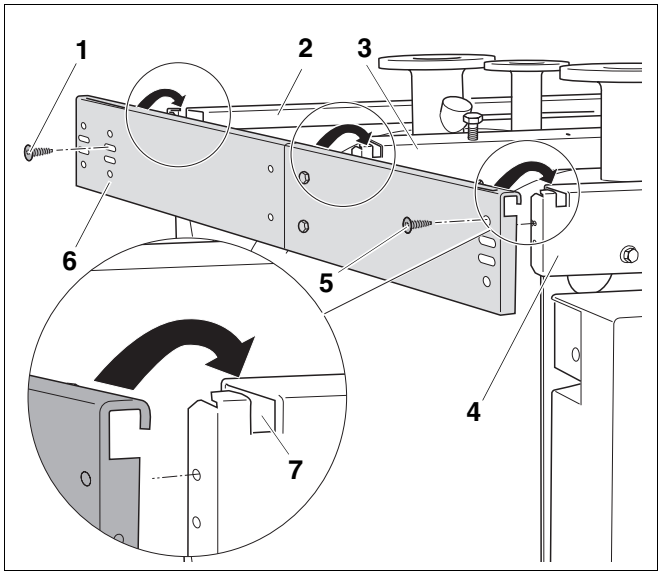

Rys. 17 Montaż bocznego profilu poprzecznego
Montaż obu profili bocznych – lewego i prawego – przedstawiony został na przykładzie montażu lewego, bocznego profilu poprzecznego (rys. 17, **poz. 1**). Prawy, boczny profil poprzeczny zamontować należy w taki sam sposób.
- Włożyć boczny profil poprzeczny (rys. 17, **poz. 6**) w wycięcia (rys. 17, **poz. 7**).
- Przykręcić boczny profil poprzeczny (rys. 17, **poz. 6**) poprzez górne otwory przy pomocy śruby (rys. 17, **poz. 5**) do przedniego profilu poprzecznego (rys. 17, **poz. 4**).
- Przykręcić boczny profil poprzeczny (rys. 17, **poz. 6**) poprzez górny otwór podłużny przy pomocy śruby (rys. 17, **poz. 1**) do tylnego profilu poprzecznego (rys. 17, **poz. 2**).